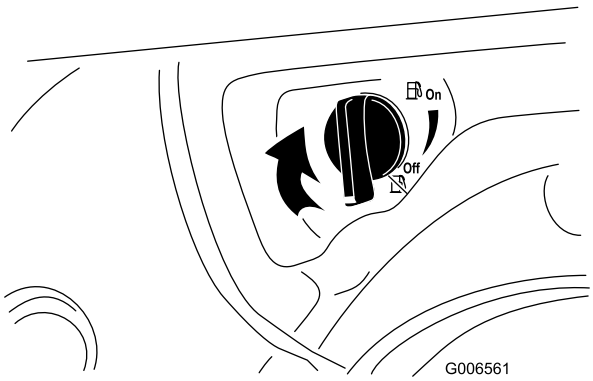

Figur 26
4. Stäng bränslekranen genom att vrida den medsols (Figur 26).